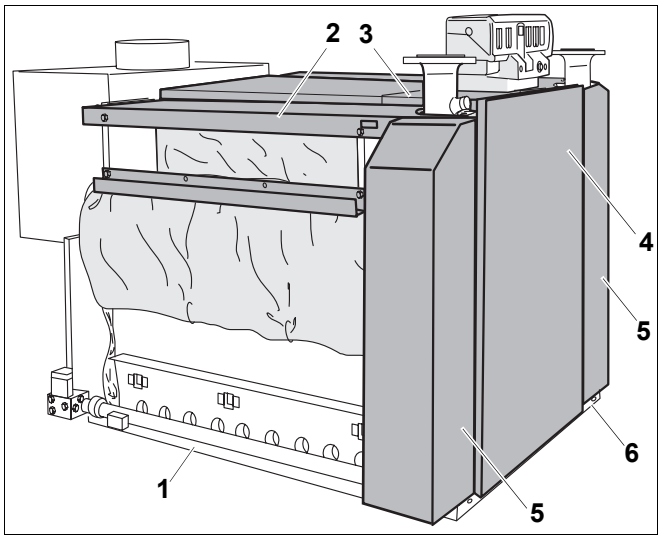

Rys. 73 Montaż elementów obudowy
- Obie wąskie, skrajne ścianki przednie (rys. 73, **poz. 5**) należy włożyć u dołu między cokół wzdłużny (rys. 73, **poz. 1**) i poprzeczny (rys. 73, **poz. 6**), a u góry zawiesić je na pokrywach bocznych (rys. 73, **poz. 2**).
- Włożyć ściankę przednią (rys. 73, **poz. 4**) u dołu pomiędzy wąskie, skrajne ścianki przednie (rys. 73, **poz. 5**) a cokół poprzeczny (rys. 73, **poz. 6**), a na górze w przednią pokrywę kotła (rys. 73, **poz. 3**).
- Przykręcić ściankę przednią na dole śrubą z łbem płaskim 3,9 x 9,5 do cokołu poprzecznego (rys. 73, **poz. 6**).
- Przykręcić obie wąskie, skrajne ścianki przednie (rys. 73, **poz. 5**) do cokołów wzdłużnych (rys. 73, **poz. 1**) śrubami z łbem płaskim 3,9 x 9,5.